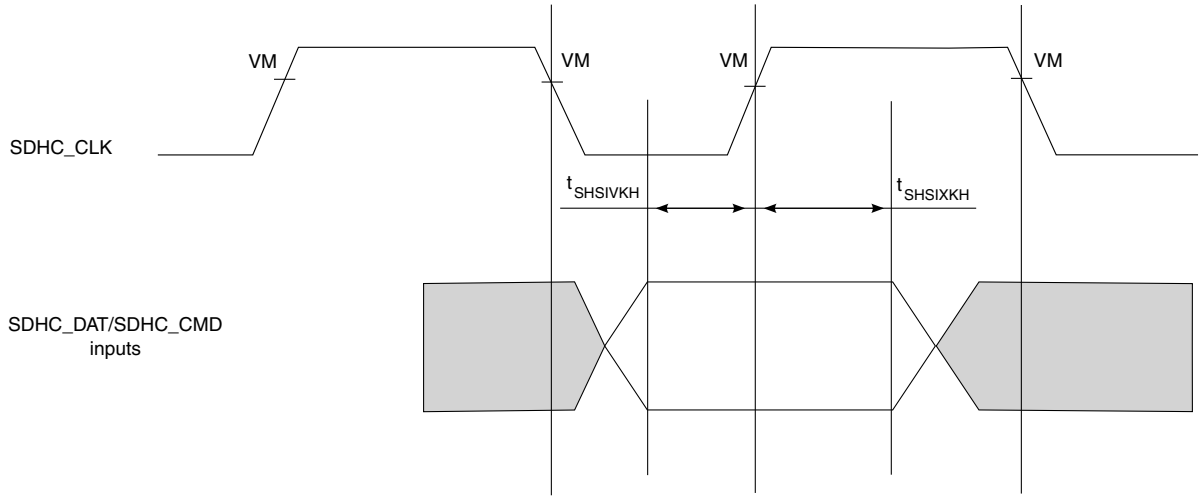

Figure 15. eSDHC high-speed mode input AC timing diagram
1. The symbols used for timing specifications herein follow the pattern of $t_{\text{(first two letters of functional block)(signal)(state) (reference)(state)}}$ for inputs and $t_{\text{(first two letters of functional block)(reference)(state)(signal)(state)}}$ for outputs. For example, t_{SHKHOX} symbolizes eSDHC highspeed mode device timing (SH) clock reference (K) going to the high (H) state, with respect to the output (O) reaching the invalid state (X) or output hold time. Note that in general, the clock reference symbol is based on five letters representing the clock of a particular functional. For rise and fall times, the latter convention is used with the appropriate letter: R (R for rise) or F (F for fall). 2. In high-speed mode, the clock frequency value can be 0-50MHz for an SD/SDIO card and 0-52MHz for an MMC card. 3. $C_{CARD} \leq 10$ pF, (1 card), and $C_L = C_{BUS} + C_{HOST} + C_{CARD} \leq 40$ pF. 4. SDHC_SYNC_OUT/IN loop back is recommended to compensate the clock delay. In case the SDHC_SYNC_OUT/IN loopback is not used, to satisfy setup timing, one-way board-routing delay between host and card, on SDHC_CLK, SDHC_CMD, and SDHC_DATx should not exceed 1ns for any high-speed eMMC . For any high-speed or default speed mode SD card, the one-way board-routing delay between host and card, on SDHC_CLK, SDHC_CMD, and SDHC_DATx should not exceed 1.5ns. 5. See Figure 15. on page 87. 6. See Figure 16. on page 88. 7. The AC timing specifications are based on the recommended operating conditions with EVDD =3.3V and OVDD=1.8V, see Recommended Operating Conditions